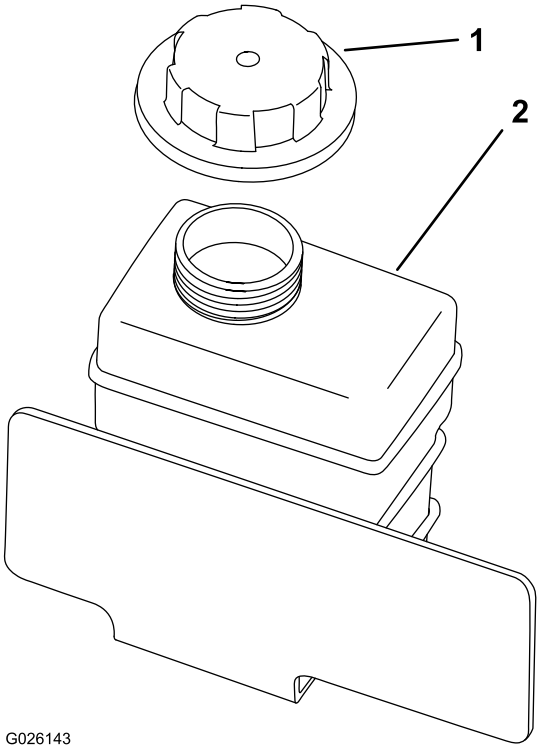

Rysunek 61
4. Odkręć korek zbiornika zapasowego (Rysunek 61).